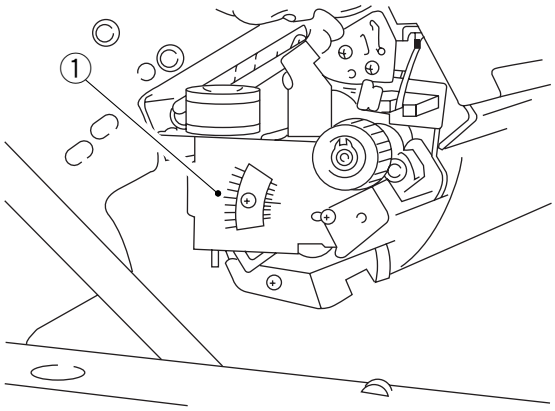

Figure 6-220 (rear view)
• The copier enters fixing film initial rotation mode (405) to return the fixing film to its proper position.
10) Check that the arrow ① is at the middle of the memory as shown in Figure 6-220.